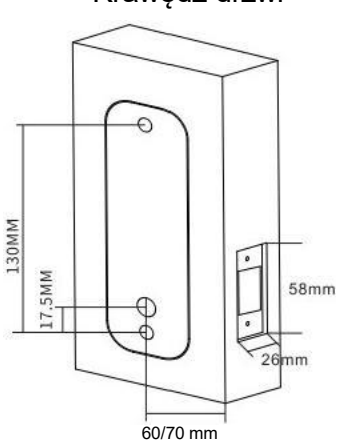

FIG1
1) Prawidłowo umieść i przymocuj szablon (szablon produktu Model 209) do powierzchnia drzwi wewnętrznych Wymagana wysokość od podłogi. Upewnij się że odpowiedni, oznaczony szablon wyrównywania krawędzi drzwi powinien być prawidłowo wyrównany ten prawdziwe drzwi krawędź.(patrz rysunek 1)